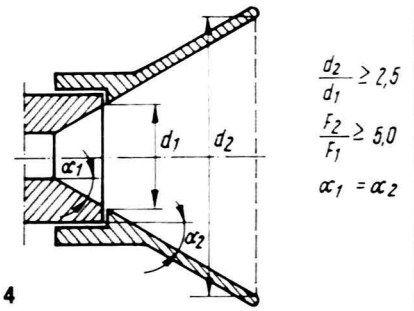

Bild 4
1. Mit entsprechenden Locheisen für den Außendurchmesser, danach den Innendurchmesser. Diese Art hat aber den Nachteil, daß bogenförmige Ausschnitte entstehen (siehe Bild 4).
Um der zweiten Forderung gerecht zu werden, müssen wir die Oberfläche des Filters so groß wie möglich gestalten. Hierbei spielt die Form des Lufteintritts am Vergaser eine wesentliche Rolle. In der Regel haben die Vergaser eine konische Lufteintrittsöffnung. Um die Strömung nicht mehr als nötig zu behindern und unnötige Luftumlenkungen zu vermeiden, wird das Luftfilter mit einem konischen Anschlußstück mit gleichem Öffnungswinkel wie der Vergaser gestaltet (Bild 4).
Besonders für vorbildgetreue Nachbauten sind die auf den Bildern 4 und 5 gezeigten Sternmotore gedacht. Der im Bild 4 dargestellte Motor ist ein 13-cm^3-Fünfzylinder-Sternmotor; Bild 5 zeigt den Motor als 19-cm^3-Siebenzylinder. Als maximale Betriebsdrehzahl dieser Motoren wird 5000 U/min genannt. Die Ventilsteuerung erfolgt genauso wie bei großen Sternmotoren über Nockenscheiben. Die Motoren sind nur mit einem Vergaser ausgerüstet.